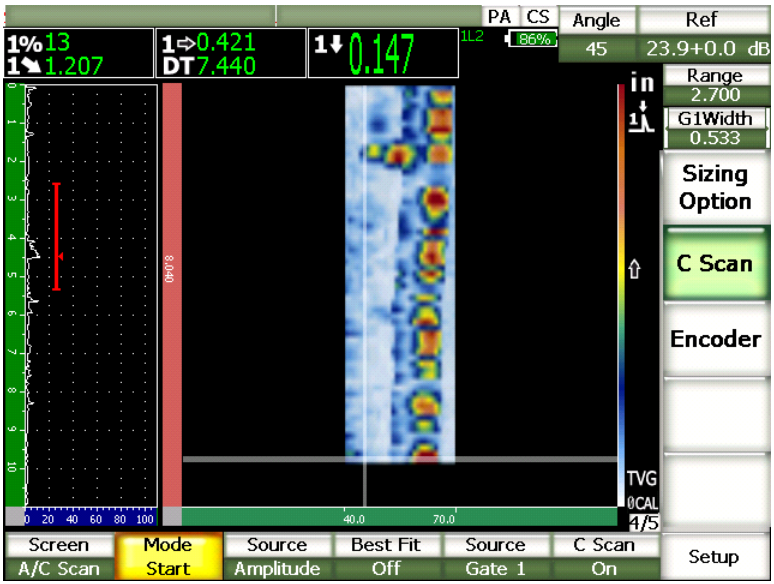

Figure 18-21 Acquired C-scan
2. Move your encoder and probe along your test piece at the appropriate scan rate so that you do not receive a LOS measurement (see Figure 18-21 on page 457).